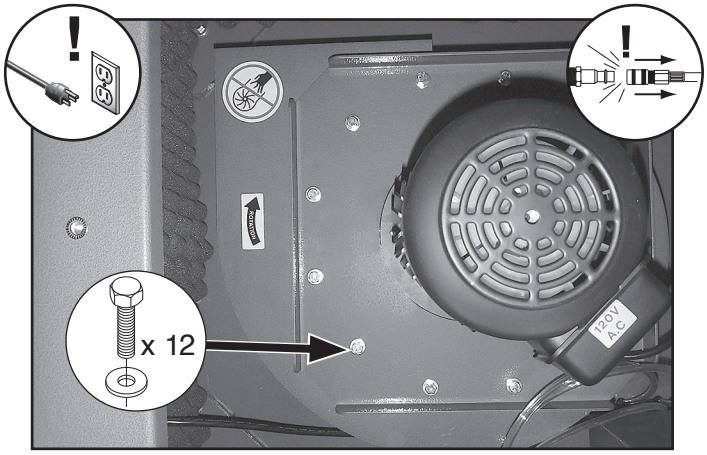

Figure 39. Location of motor mount bolts.
3. Remove (12) hex bolts and flat washers that secure motor (see **Figure 39**).